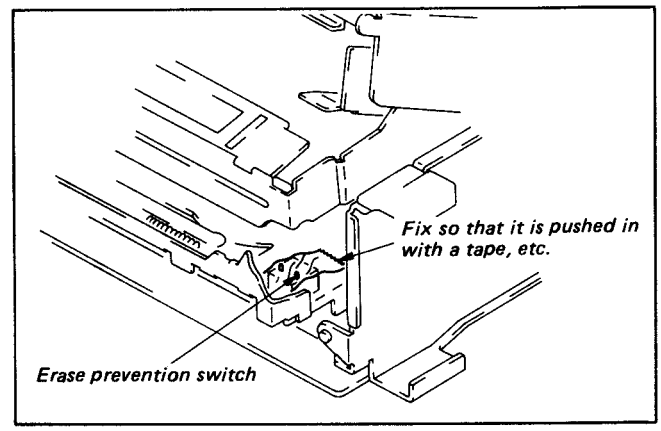

Fig. 3-2
1) Fix the erase prevention switch so that it is pushed in with a tape, etc. (See Fig. 3-2)